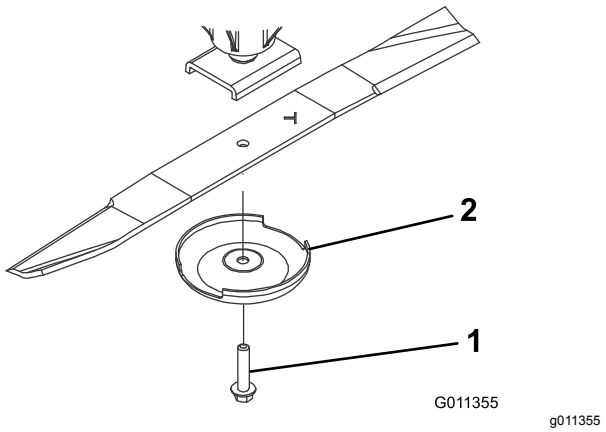

Figur 102
3. Fjern knivbolten, antiskalperingsskålen og skærekniven fra spindelakslen (Figur 102).